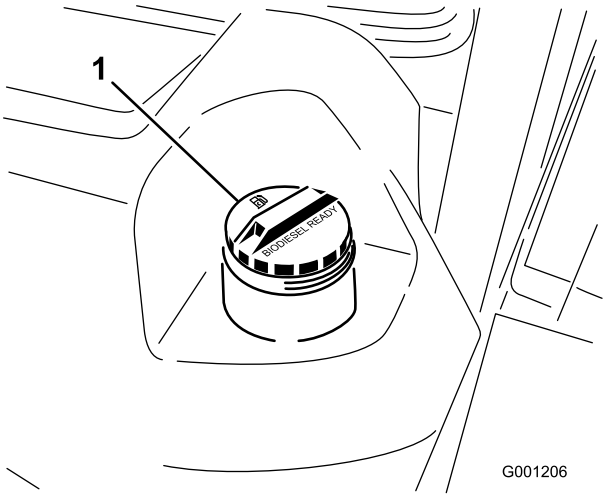

Figur 26
3. Ta lokket av drivstofftanken (Figur 26).